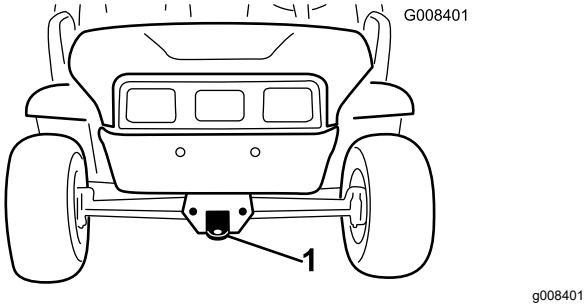
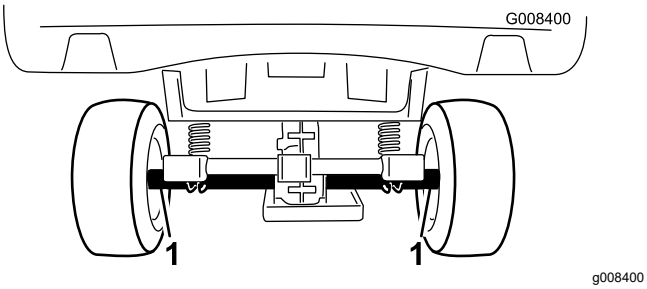

Figuur 18
Figuur 19
Gebruik een aanhanger met oprijplaten over de gehele breedte om de machine over lange afstanden te transporteren. Bevestig de machine aan de aanhangwagen. Zie Figuur 18 en Figuur 19 voor de plaats van de bevestigingspunten van de machine.
2. Bevestig een sleepkabel aan de lip op de voorzijde van het machineframe (Figuur 18).